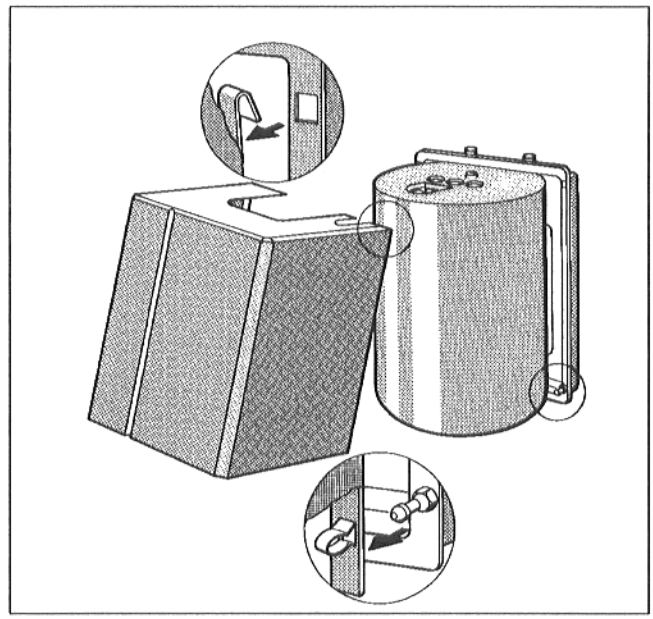

Afb. 3
- De mantel aan de onderzijde naar voren trekken totdat de kunststof pennen zich volledig buiten de bussen bevinden (Afb. 3).
- De haken van de mantel naar boven uit de uitsparingen tillen (Afb. 3).